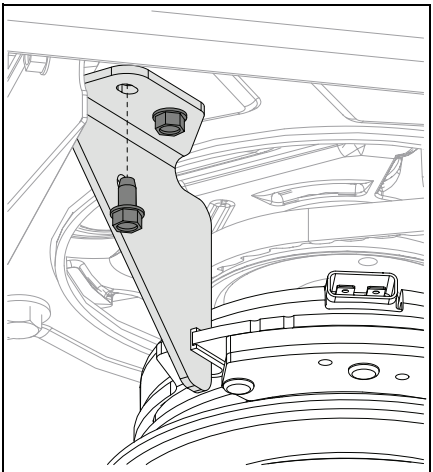

Figure 52
See Figure 52.
4. Reinstall clutch stop bracket and secure with original hardware. See Figure 52.